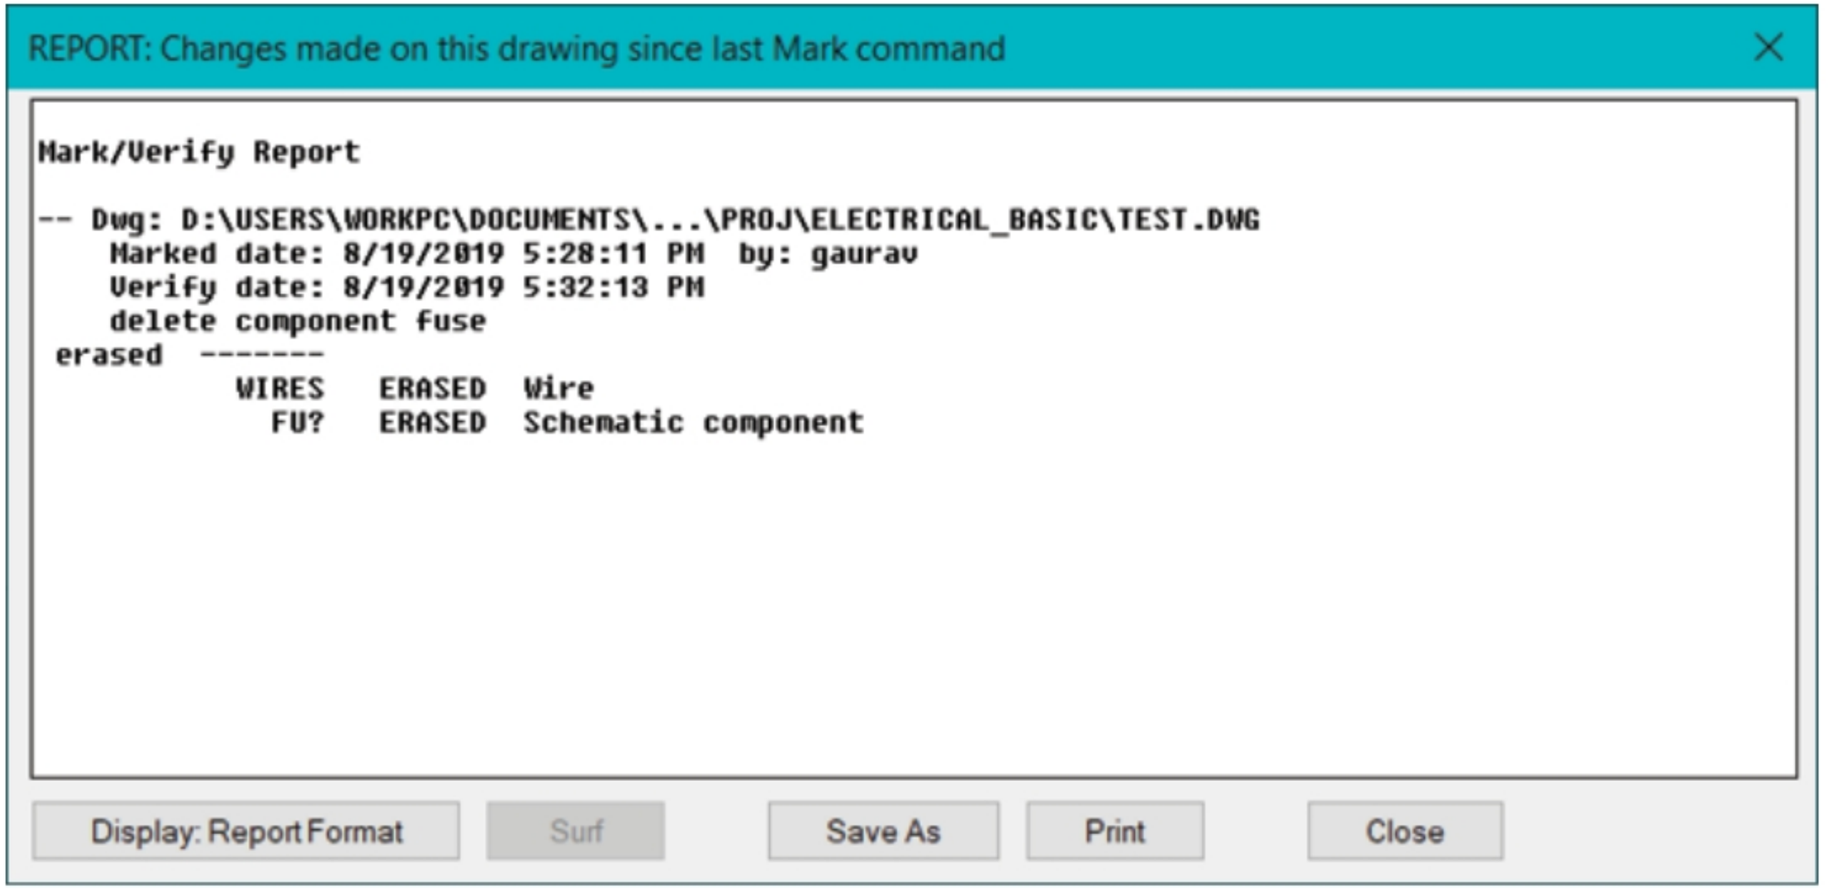

Figure-60. REPORT generated for changes
- Similarly, set the other options as required and click on the **OK** button. The **Batch Process Drawings** dialog box will be displayed; refer to Figure-60.
- Make sure the **Verify** radio button is selected and click on the **OK** button. A report will be displayed showing you the changes made in the drawing; refer to Figure-60.